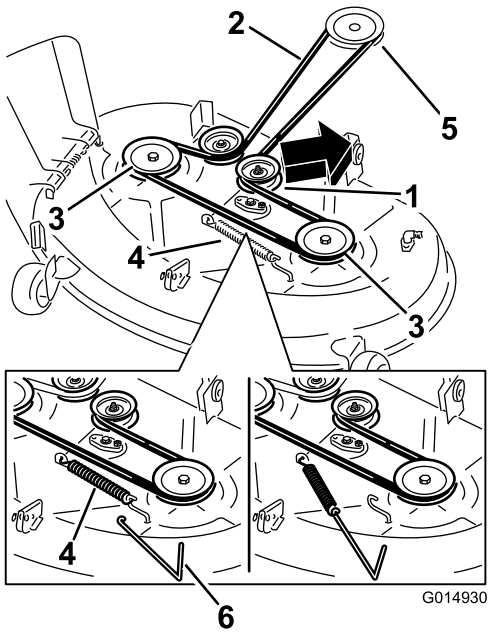
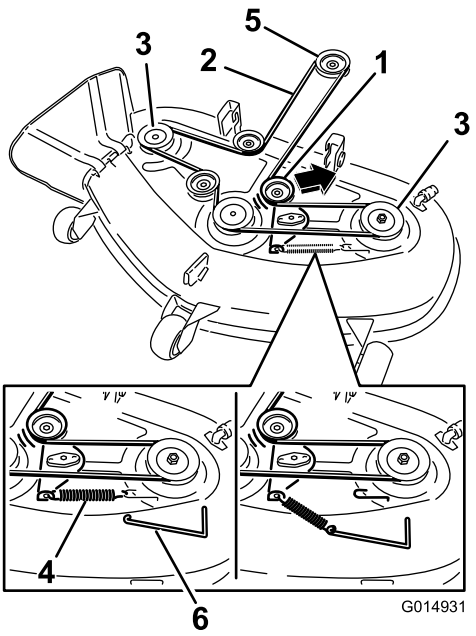

**Figur 69**
**Figur 70**
4. Bruke et fjærfjerningsverktøy (Toro-delenr. 92-5771) til å fjerne ledefjæren fra klippeenhetskroken for å fjerne spenningen på lederullen. Dra så remmen av rullene (Figur 69 og Figur 70).
5. Legg den nye remmen rundt motorremskiven og klipperskiven (Figur 70).
6. Bruke et fjærfjerningsverktøy (Toro-delenr. 92-5771) til å montere ledefjæren over klippeenhetskroken og tilføre spenningen til lederullen og klipperremmen ((Figur 69 og Figur 70)).